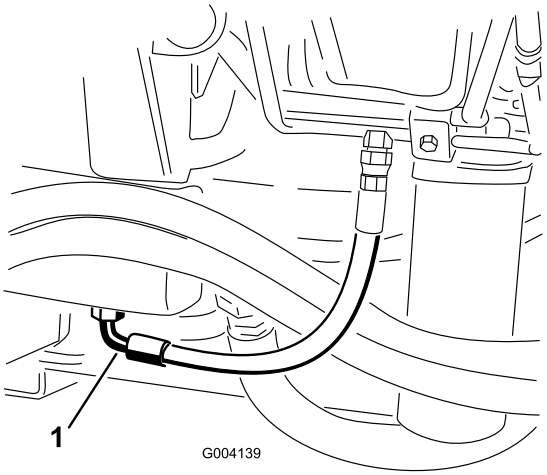

Figuur 68
2. Plaats een grote opvangbak onder de fitting aan de onderzijde van het hydraulische reservoir (Figuur 68).